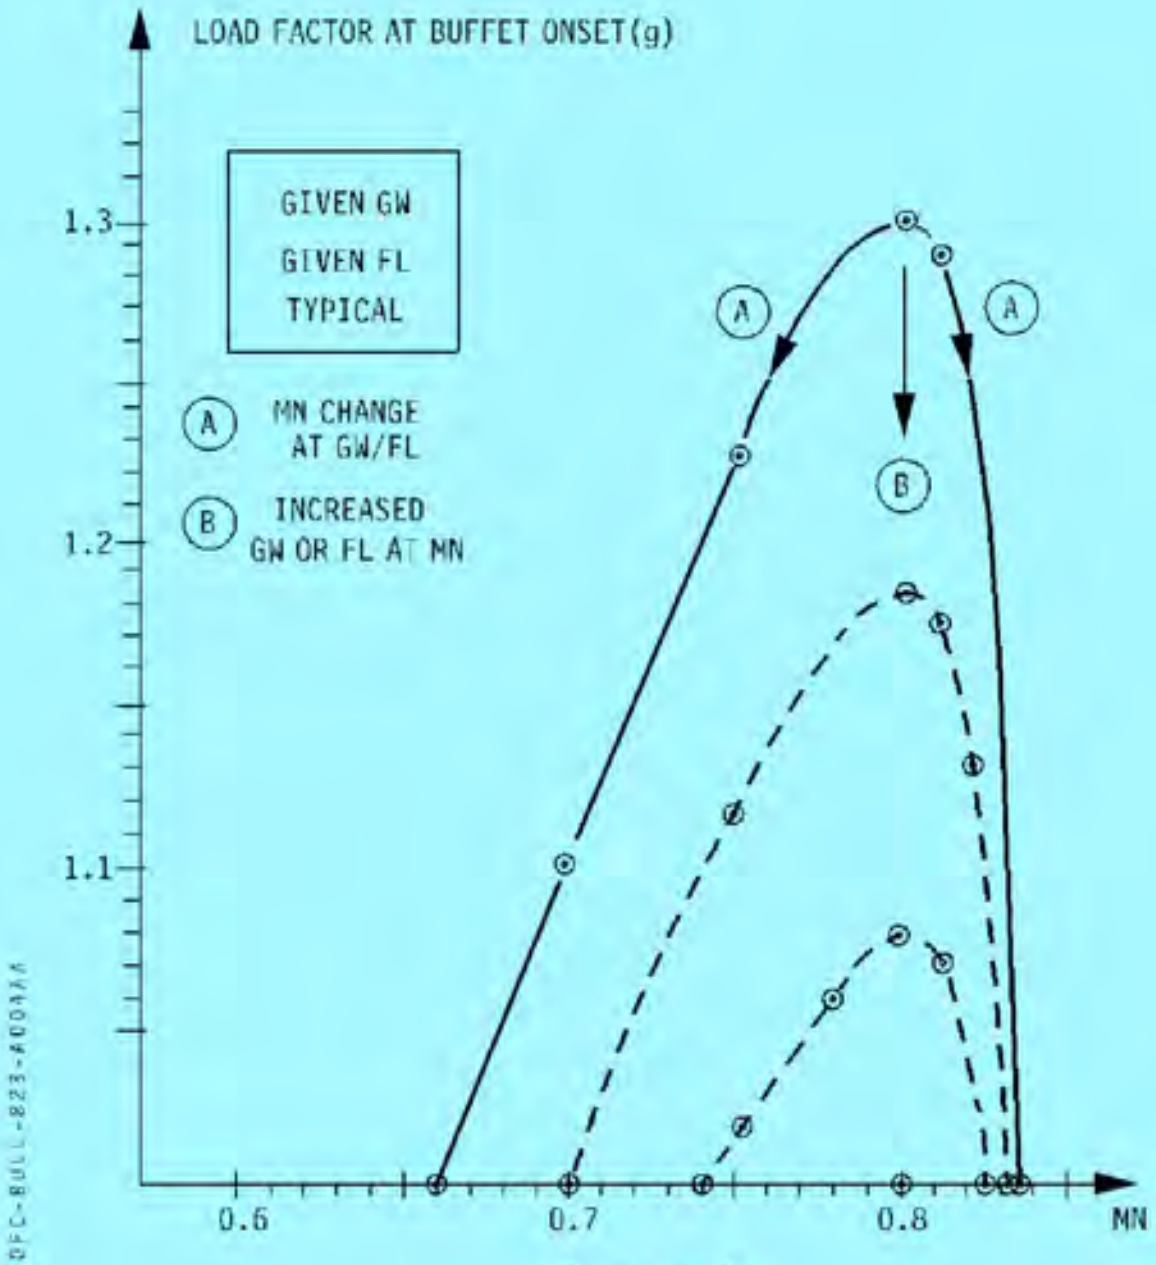

Figure 4
- The available load factor margin (or **buffet margin**), or the load factor at which the buffet onset is reached, can be plotted as a function of MN (at given GW/FL) as illustrated by **Figure 4** hereafter.
- The **Figure 4** reveals a MN value providing the maximum available load factor at buffet onset (respectively buffet margin), at given GW/FL. This MN value constitutes the **maximum maneuverability MN**.